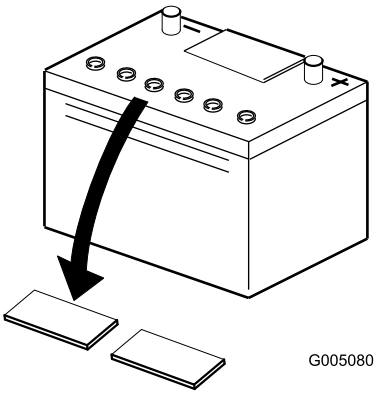

**Figure 6**
2. Nettoyez le dessus de la batterie puis retirez les bouchons d'aération (Figure 6).